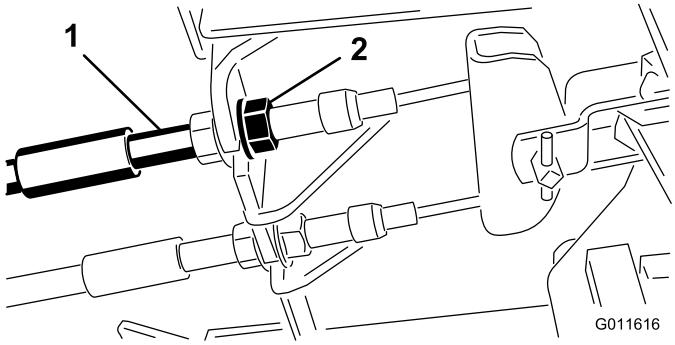

Figuur 55
1. Om de speling op de rempedalen te verkleinen, draait u de remmen vast. Draai hiervoor de voorste moer op het draadeinde van de remkabel los (Figuur 55).